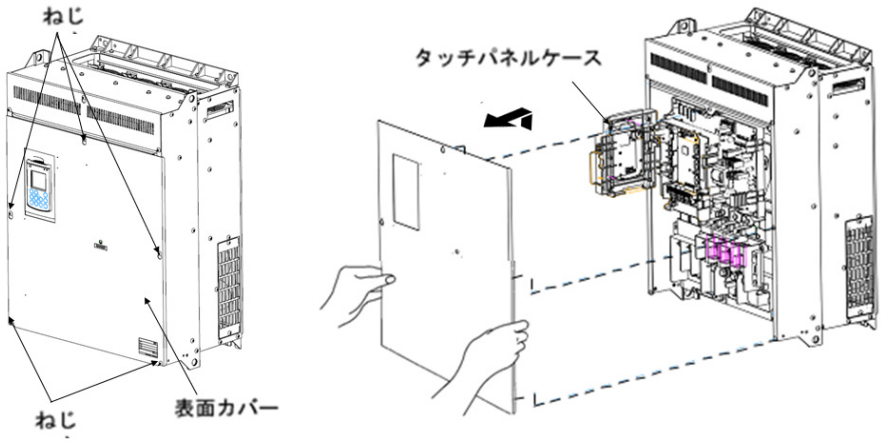

図 2.3　表面カバーと配線プレートの取外し（FRN90AR1S-2J の場合）
(2) 200V 系列 55～90kW の場合
① 表面カバーのねじを緩め，表面カバーの左右両端を手で支え，上にスライドさせて取り外してください。
② 配線作業を行った後，表面カバー上部をカバーの穴と合わせ，図 2.3 の逆手順で取り付けてください。